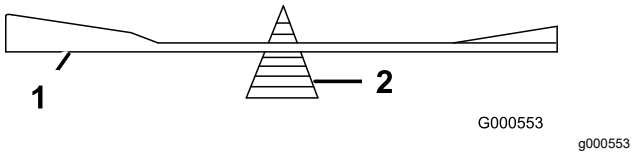

Figure 83
2. Vérifiez l'équilibre de la lame en la plaçant sur un équilibreur (Figure 83).